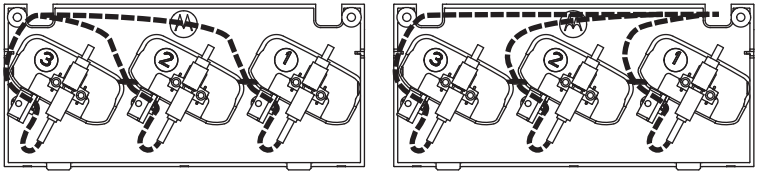

Figura 12: Disporre il cavo USB in base alla posizione di uscita dei cavi.
3. Collegare il cavo di programmazione al connettore USB sul lato inferiore del vano di ricarica e disporre i cavi come mostrato nella Figura 12.